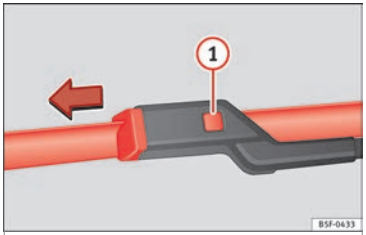

Fig. 141 Changing the front wiper blades
- Hold down the release button ››› **Fig. 141** (1) while gently pulling the blade in the direction of the arrow.